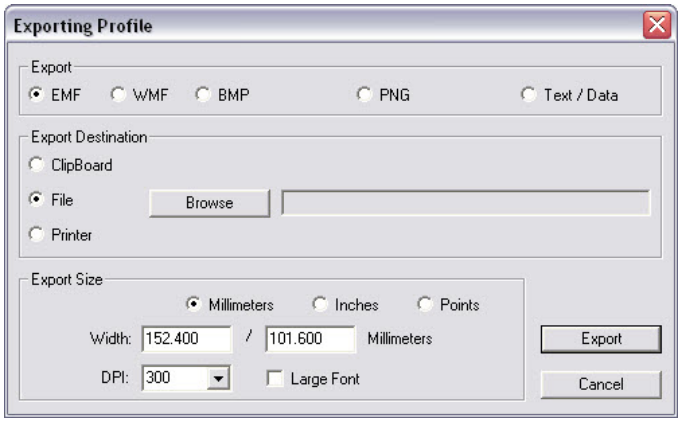

Figure 44. *Data Export* options.
4. To export the data in different formats, rt-click on the plot, and select Export/Print for several options to export the graph or data from the graph (Figure 44),